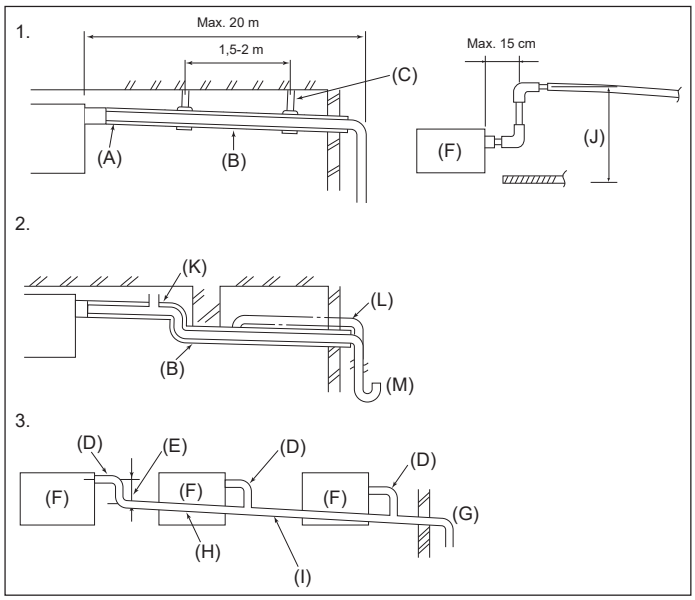

Fig. 6-1
6.1. Mise en place du tuyau d’écoulement (Fig. 6-1)